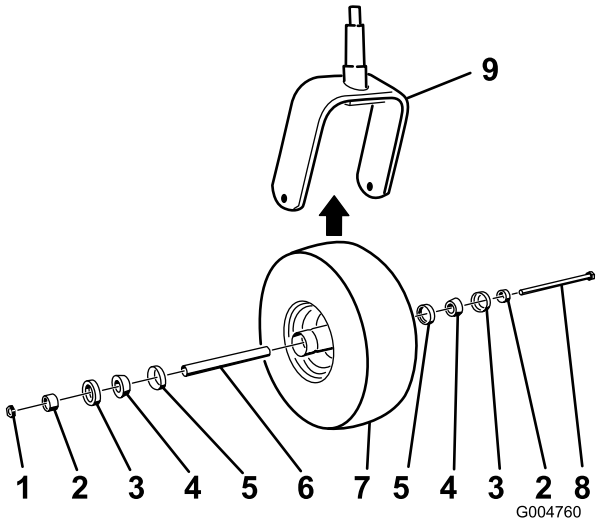

**Figur 48**
2. Lossa låsmuttern från skruven som fäster svänghjulet i hjulgaffeln (Figur 48).
5. Montera svänghjulet genom att föra in konlagren och packningarna, tätade med fett, i hjulnavet, så som visas i Figur 48.